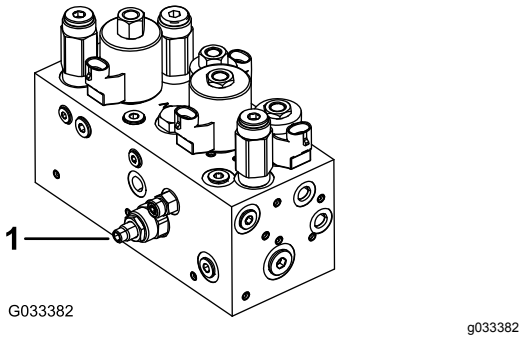

Figuur 47
Het circuit voor het opheffen/neerlaten van het maaidek is uitgerust met een doorstroomregelklep (Figuur 47). Deze klep is in de fabriek zo afgesteld dat deze na ongeveer 3 slagen opengaat. U moet de klep echter wellicht bijstellen in verband met verschillen in de temperaturen van de hydraulische vloeistof, maaisnelheden, enz.
1. Breng de stoel omhoog en ga naar de doorstroomregelklep voor het middelste trekframe (Figuur 47) die zich bevindt naast het verdeelstuk van het hydraulische systeem.